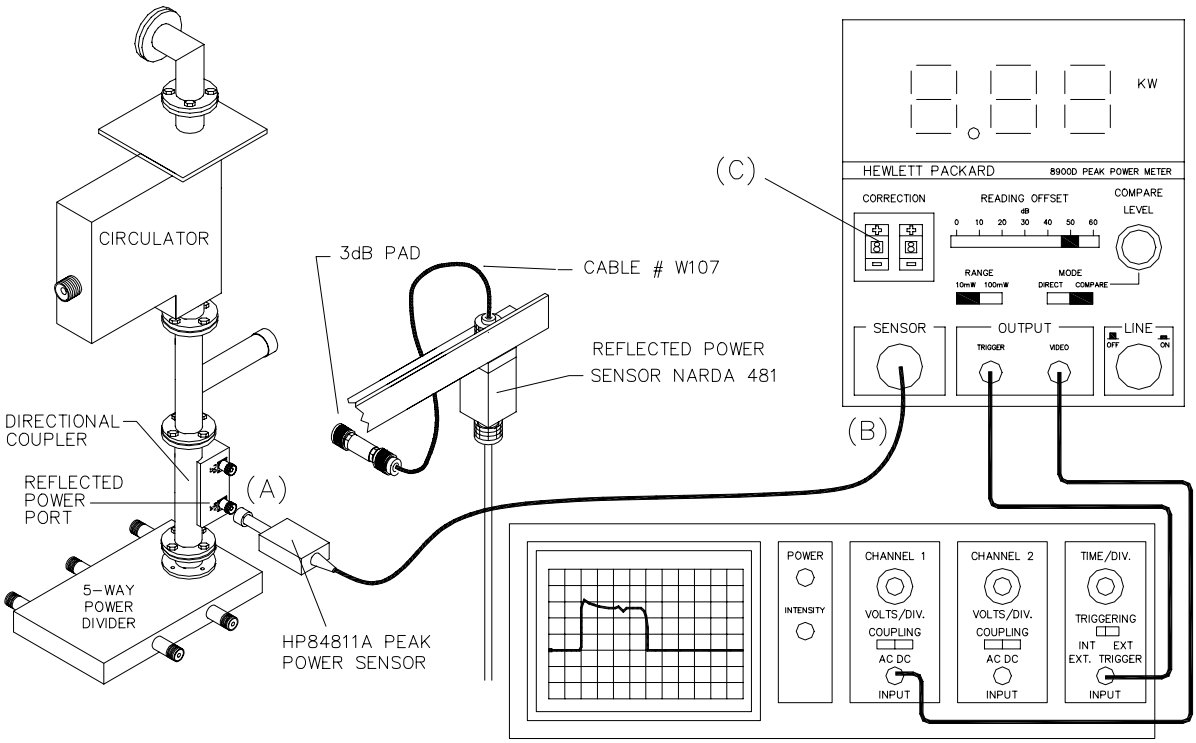

Figure 5-16 Reflected Power Measurement Test Equipment Setup
The Test equipment setup for this procedure is shown in Figure 5-16.
1. Disconnect the 3-dB pad and cable #W107 from the reflected power port on the Directional Coupler [point (A) in Figure 5-16].
1. Connect HP84811A Power Sensor to the REV (reflected) power port of the Directional Coupler as illustrated in Figure 5-16.
2. Connect the output cable of the Power Sensor to the SENSOR input of the HP8900D Peak Power Meter [point (B) in Figure 5-16].
3. Note the correction factor for the 400-MHZ range on the Power Sensor and dial it into the CORRECTION switches on the front panel of the Peak Power Meter [point (C) in Figure 5-16].